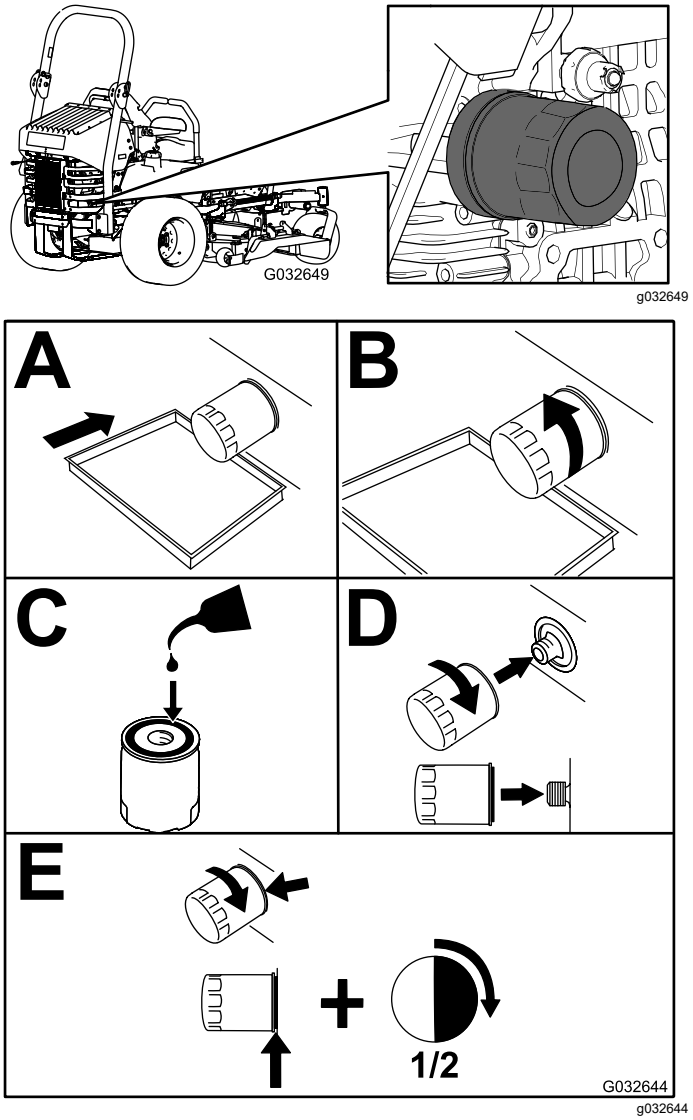

Figur 60
2. Byt ut motoroljefiltret (Figur 60).